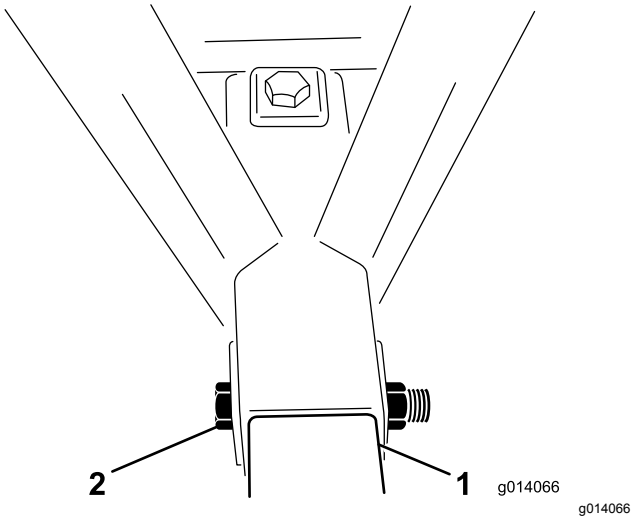

Figur 4
5. Sæt en bolt (1" x 6½") gennem stellet og anhængertrækkets rør, og fastgør den med en låsemøtrik (Figur 4). Tilspænd låsemøtrikken med et moment på 976 til 1.193 Nm.
6. Sæt en bolt (1" x 6½") gennem den øverste del af stellet og ned gennem bugsertrækkets rør, og fastgør den med en låsemøtrik (Figur 4). Tilspænd låsemøtrikken med et moment på 976 til 1.193 Nm.